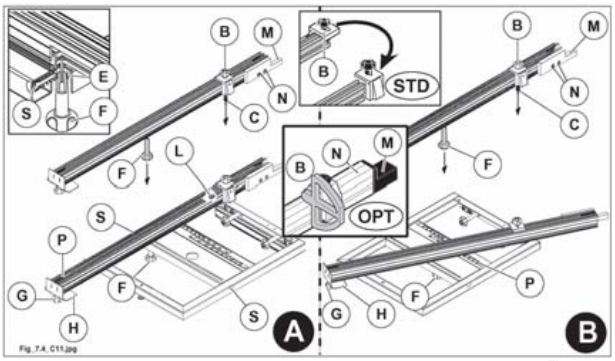

Fig. 7.4
- Posizionare la riga telescopica in modo da mandare il perno (C fig. 7.4) in battuta contro il lardone (L fig. 7.4); il lardone (L fig. 7.4) è registrato dai nostri tecnici, e serve per posizionare velocemente la riga telescopica alla giusta distanza dalla lama sega (solo nella posizione a 90°).
- Posizionare la riga telescopica in modo da mandare il perno (E fig. 7.4) in battuta sul dispositivo (S fig. 7.4).
- Serrare il pomello (F fig. 7.4).
- Per l'uso posizionare le battute (B fig. 7.4) facendo riferimento alla riga metrica (P fig. 7.4).
- Per l'uso posizionare la riga facendo riferimento alla targhetta (P fig. 7.4).
La riga è dotata di una estensione estraibile a canocchiale (H fig. 7.4) la quale se necessita si può allungare dopo aver allentato il pomello (G fig. 7.4).
Quando il paraschegge (M fig. 7.4) si usura, avvicinarlo alla lama sega allentando le due viti (N fig. 7.4).
La riga telescopica viene fornita con le battute (B fig. 7.4). Queste si possono velocemente posizionare, per lavorazioni in appoggio o in spinta, sfilandole dalla riga per rimontarle dal lato opposta della stessa.
Quando il paraschegge (M fig. 7.4) si usura, avvicinarlo alla lama sega allentando il grano (N fig. 7.4).
La riga telescopica viene fornita con le battute (B fig. 7.4). Queste si possono velocemente posizionare per lavorazioni in appoggio o in spinta semplicemente ribaltandole.